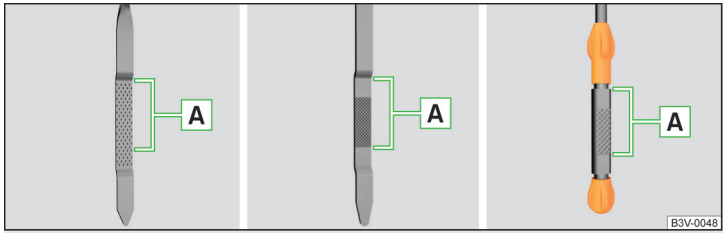

Fig. 265 **Modelos de varillas del nivel de aceite**
El nivel de aceite tiene que situarse en la zona A» fig. 265. ¡Si el nivel de aceite se encuentra por debajo de la zona A se debe rellenar aceite.
■ El nivel de aceite no debe estar nunca fuera de la zona A » fig. 265 - ¡De lo contrario existe riesgo de daños del motor, así como en el sistema de gases de escape!